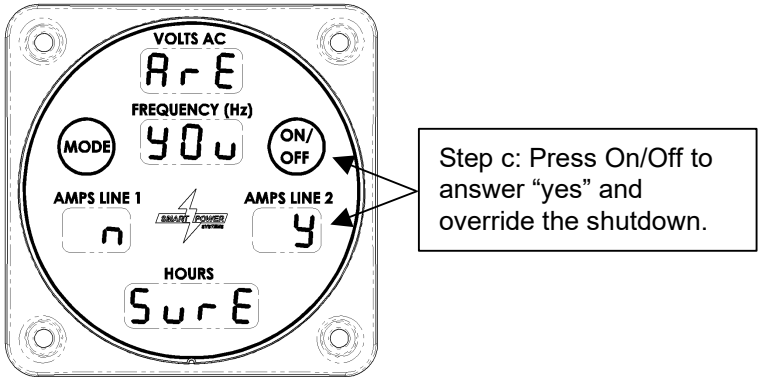

Figure 26 – Temperature Sensor Fault Override Confirmation
c. If your answer was “yes” in the previous step, the confirmation screen shown in Figure 26 will be displayed. Again, note the y and n labels below the Mode and On/Off switches. Press the On/Off switch to answer “yes” and override the shutdown. Press Mode to answer “no” and proceed to the oil temperature display.